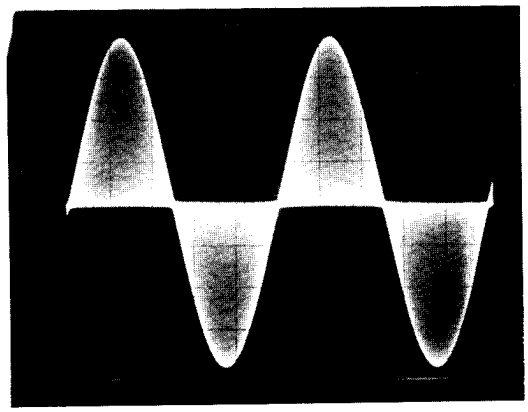

Fig. E-1 SEPARATION
6) Adjust the SEPARATION control R60 to achieve the flattest baseline possible. Fig. E-1 shows the correct adjustment. To make the final adjustment accurately, expand the vertical scale by a factor of ten and adjust R60.